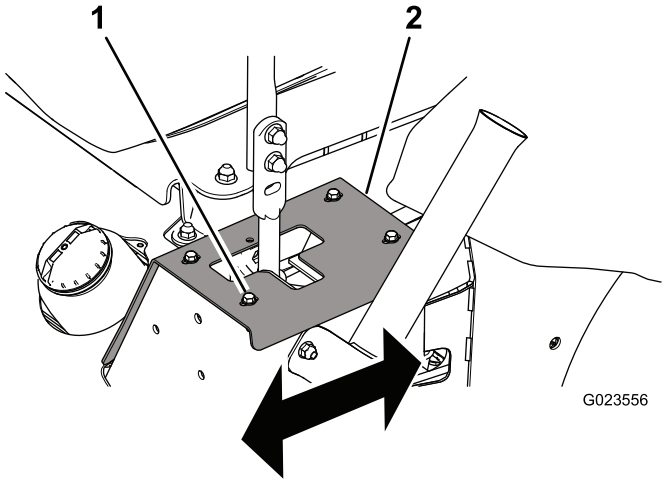

**Figur 56**
- Om den går åt höger lossar du skruvarna och justerar den vänstra stopplattan bakåt tills maskinen går rakt (Figur 56).
- Om den går åt vänster lossar du skruvarna och justerar den högra stopplattan bakåt tills maskinen går rakt (Figur 56).
1. Bult (4)
5. Dra åt skruvarna för att fästa stopplattan (Figur 56).